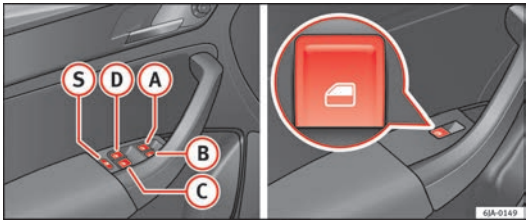

Fig. 53 Controls on the driver door/on the rear doors
- **For safety reasons, use the safety button Ⓢ ⇒ Fig. 53 that deactivates the window switches in the rear doors when children are travelling in the rear seats.**
Press the safety button (S) ⇒ Fig. 53 to deactivate the controls on the rear doors. Pressing the safety button (S) again will reactivate the controls on the rear doors.